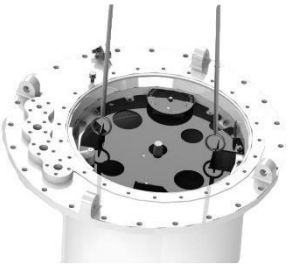

Рис. 22. Извлечение выемной части контактора
3. Осторожно и строго вертикально извлеките выемную часть контактора (Рис. 22).